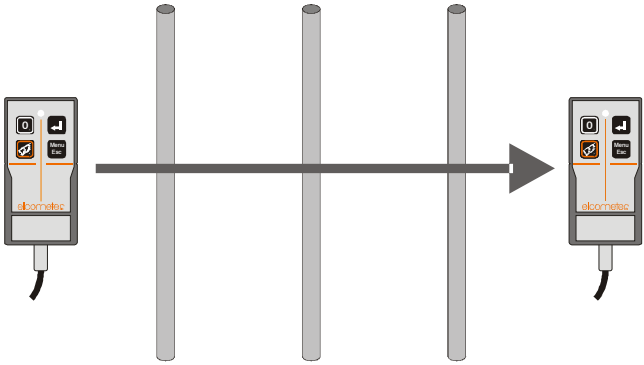

**Fig. 8. Schema operativo per la ricerca delle barre**
7. Mantenendo l’allineamento di cui sopra, spostare lateralmente la sonda sulla struttura indagata (Fig. 8).